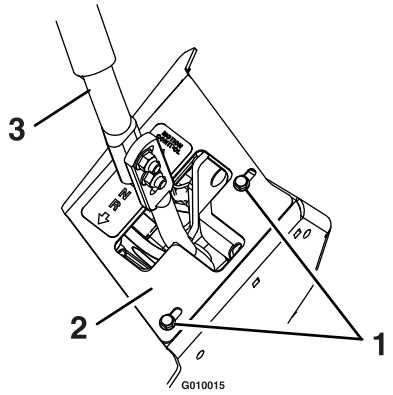

Figure 51
1. Loosen the screws on a cover plate (see Figure 51).